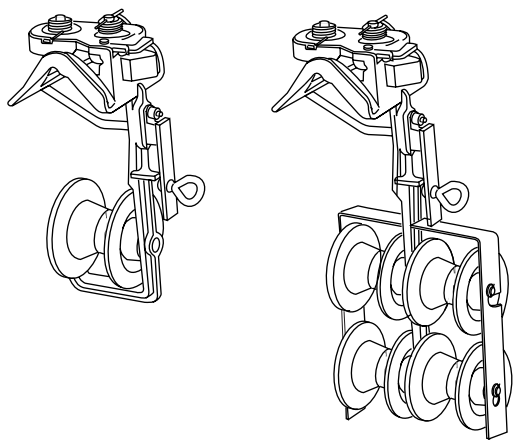

Figure 30 - Cable blocks
7.10 Designed for general strand use, the cable blocks illustrated in this procedure are equipped with a cam-actuated, reversible locking mechanism (Figure 30).